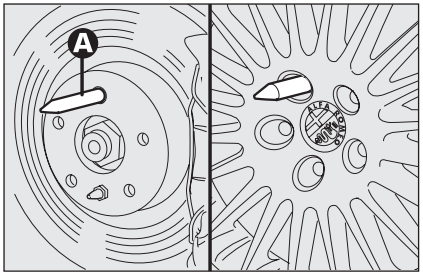

rys. 13
- ❒ wkręcić sworzeń ustalający **A-rys. 13** w jeden z otworów śruby mocującej znajdujących się w piaście koła;
- ❒ wykręcić sworzeń ustalający **A-rys. 13** i wkręcić ostatnią śrubę mocującą;